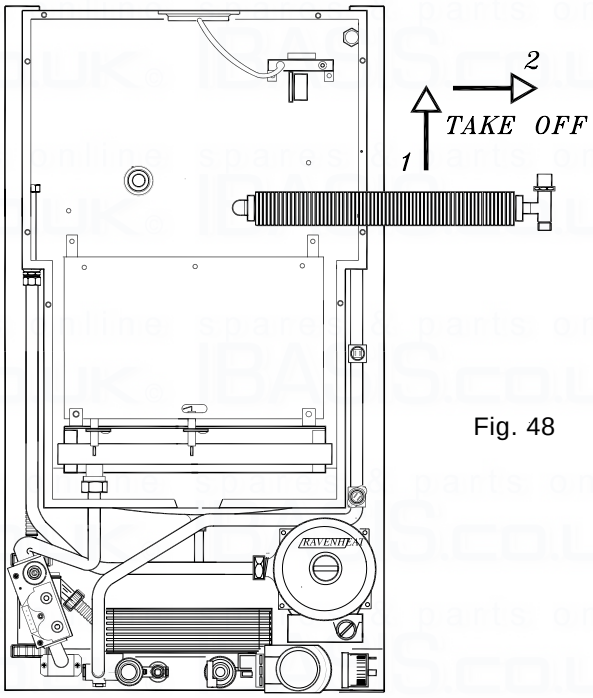

Fig. 48
7.8.10 Pull the heat exchanger up until its flow connections come out from the combustion chamber and then remove it (fig. 48).